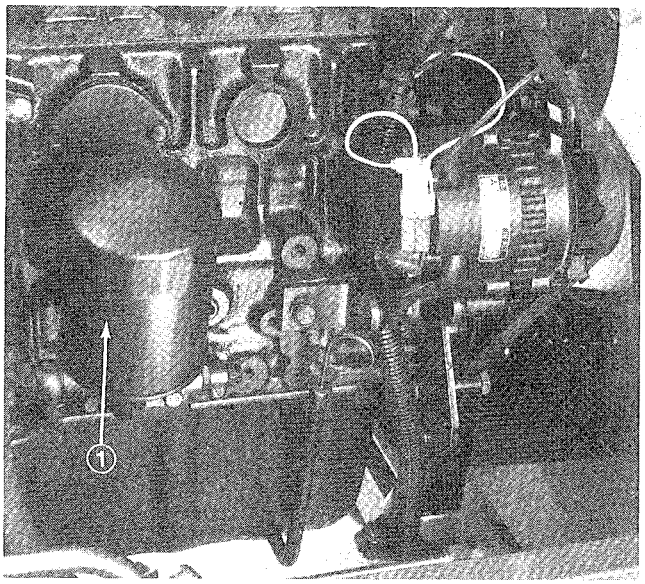

Figure 30
2. Remove oil filter (Fig.30). Apply a light coat of clean oil to the new filter seal before screwing it on. DO NOT OVER–TIGHTEN.